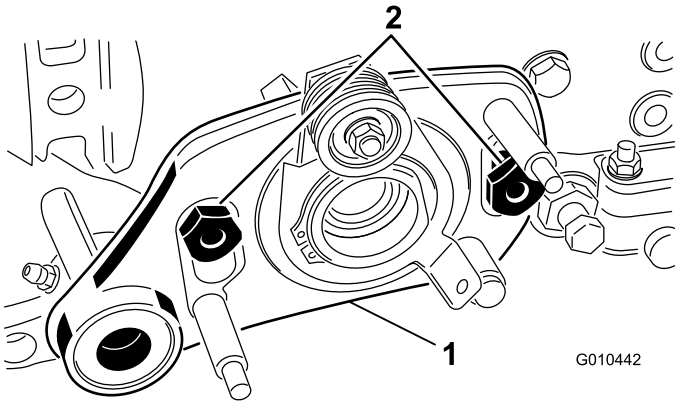

図 6
9. ボルト左側駆動アセンブリを取り付けてショルダナット2本で固定する図 6。